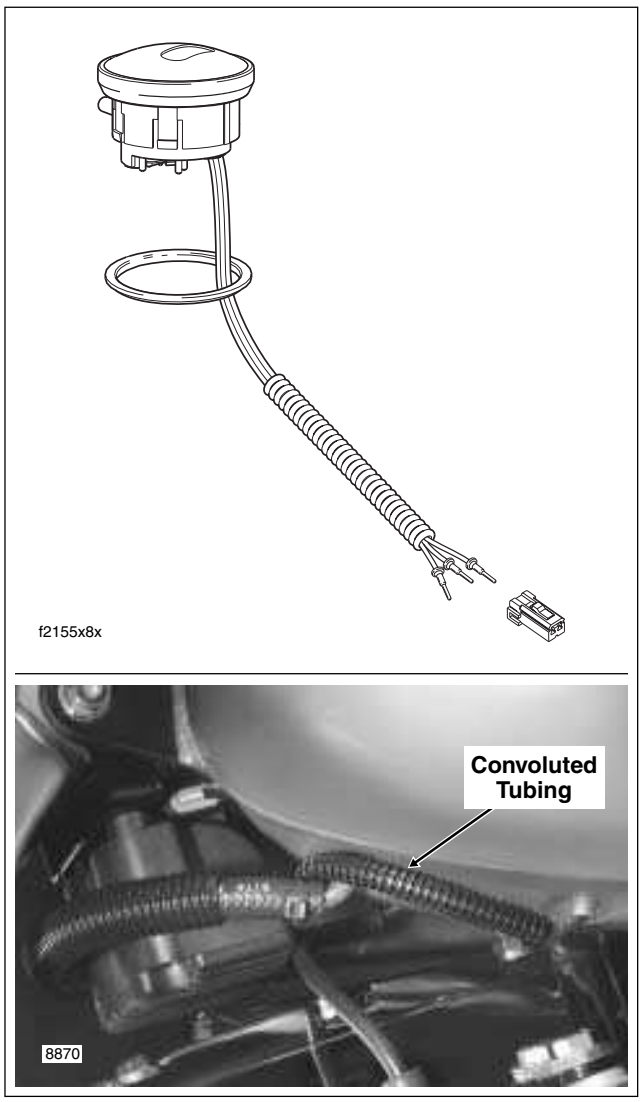

Figure 8-121. Fuel Gauge (FLHR/C/S)
6. Route pin housing and convoluted tubing forward and then inboard between front of crossover hose fitting and bottom of fuel tank. Connect fuel gauge connector [117], 4-place Multilock. Feed connector into tunnel of fuel tank. See lower frame of Figure 8-121.